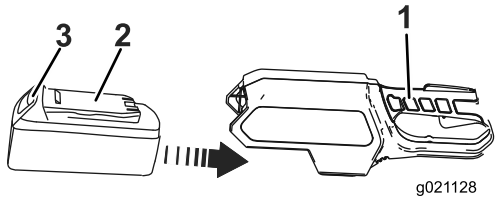

Figur 7
1. Rikta in spetsen på batteriet mot håligheten i handtagets kåpa (Figur 7).
2. Fatta tag i avtryckarens handtag (Figur 7).